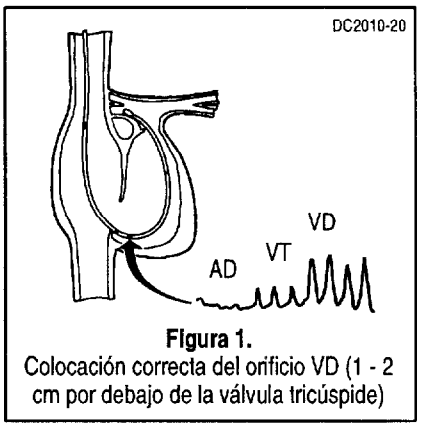

Figura 1.
2. Conecte la conexión de la luz VD del catéter a un transductor de presión y verifique la situación correcta del orificio VD (a 1 - 2 cm de la válvula tricúspide en sentido distal) (Figura 1). Para evitar el movimiento del catéter, fíjelo en el punto de inserción.